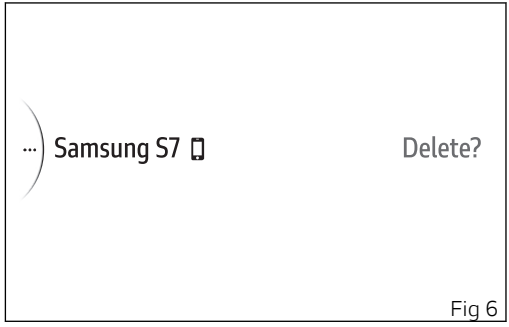

Fig 6
- Use buttons (1) and (2) from the Interactive Menu to select the “Setting menu” item and press ENTER (3).
- Select the “Bluetooth” item and press ENTER (3).
- Select the “Paired devices” item and press ENTER (3).
The paired devices are listed. Press buttons (1) and (2) to select the desired device and press ENTER (3). The message “Delete?” is shown on the right (Fig 6), press ENTER (3) to delete the selected device from the list: the message “Wait...” is displayed for a few seconds and then the list of paired devices is updated.